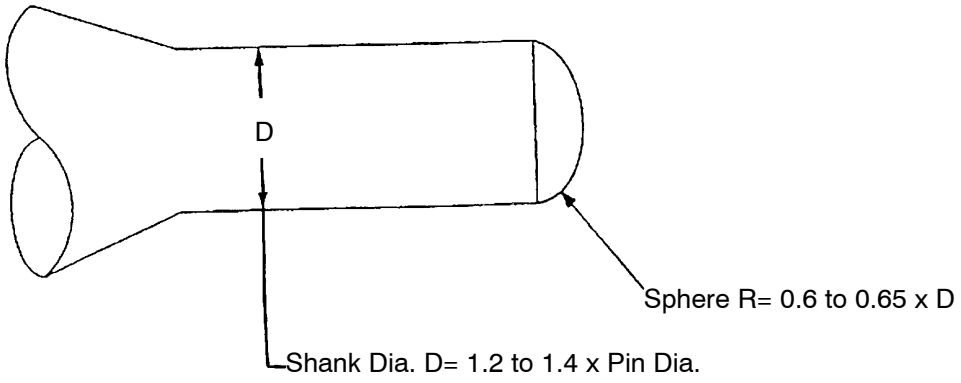

Figure 1. Staking Punch Configuration
(1) Place punch adjacent to pin hole such that shank outside diameter is approximately flush with pin hole outside diameter. (See figure 1)
(2) Hold punch top away from pin hole approximately five degrees.
(3) Strike punch with hammer to deform metal slightly over top of pin.
(4) Additional stakes (restakes) are permitted if deformed metal is broken off.
(5) Total stake attempt locations permitted is three.